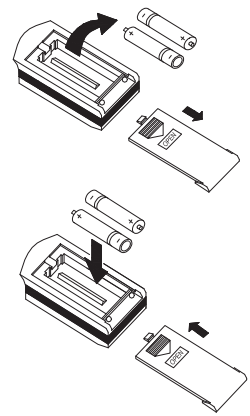

Рис. 5.5
- Для извлечения батареек, при замене, необходимо сдвинуть крышку пульта управления в направлении стрелки (см. рисунок 5.5) извлечь батарейки и установить новые.